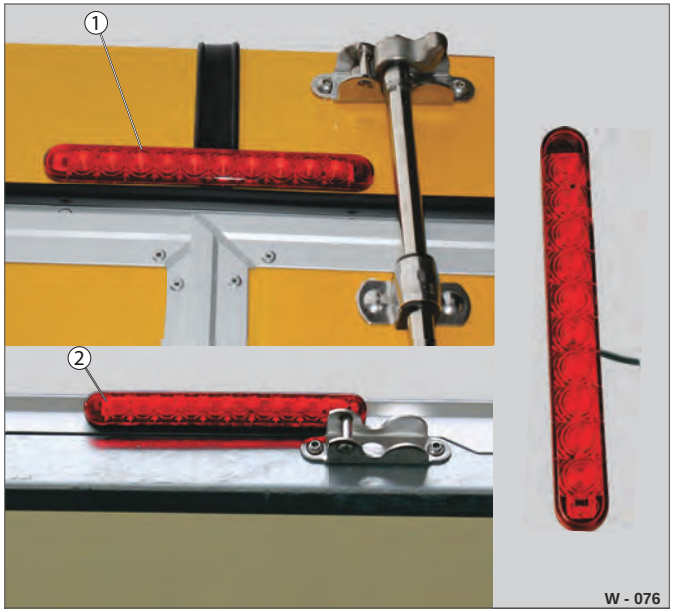

Fig. 77 Bremselygteliste separat
- ▶ Frigør LED-bremselisten fra overbygningen (Fig. 77 /1 hhv. Fig. 77 /2).